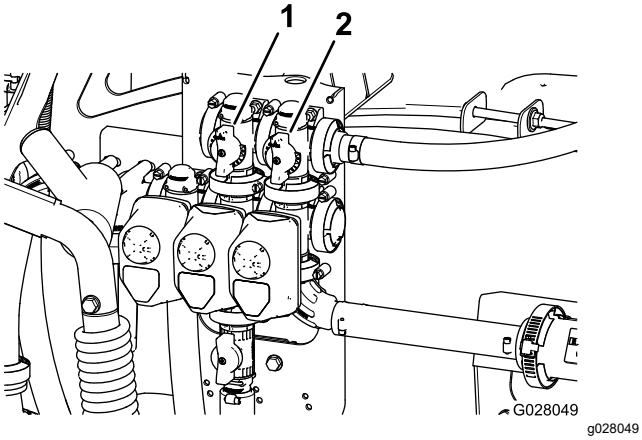

Figur 24
11. Juster omrøringsomløbsventilen (Figur 24) på bagsiden af omrøringsventilen, indtil trykmåleren står på 6,9 bar.
9. Juster grebet til hovedsektionens omløbsventil for at styre omrøringen i tanken (Figur 24).